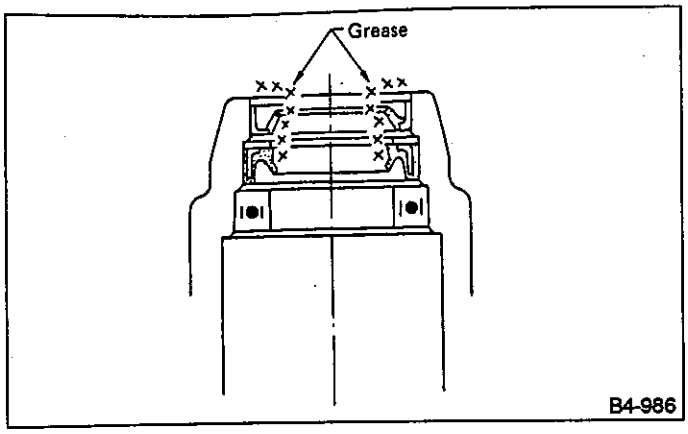

Fig. 92
(3) Using INSTALLER and press, install Y-packing and back-up washer in valve housing.
- **Face Y-packing in the direction shown in Figure 92 when installing.**